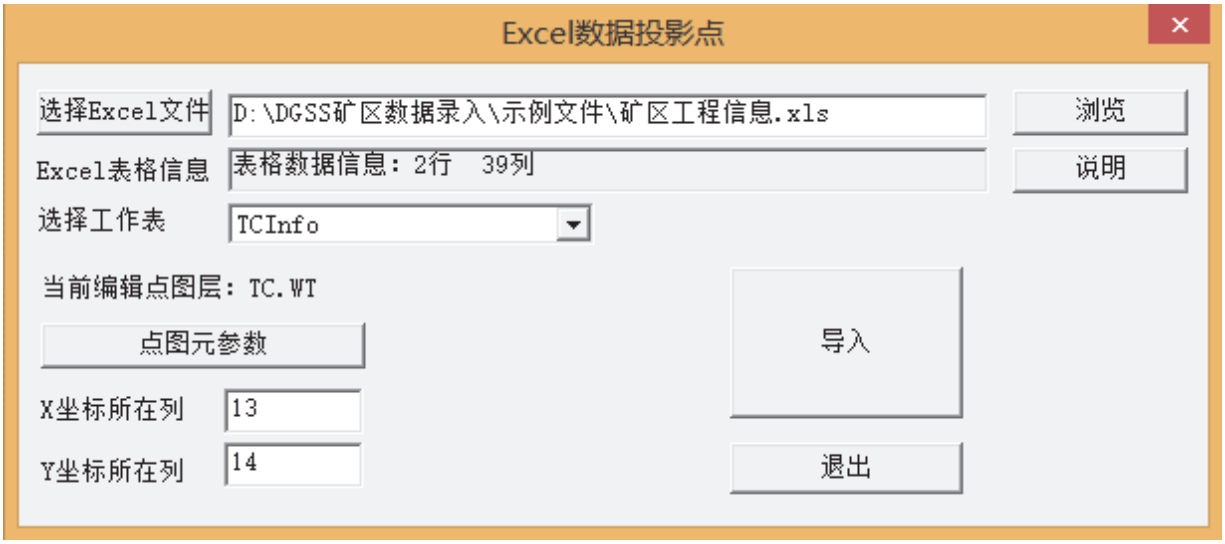
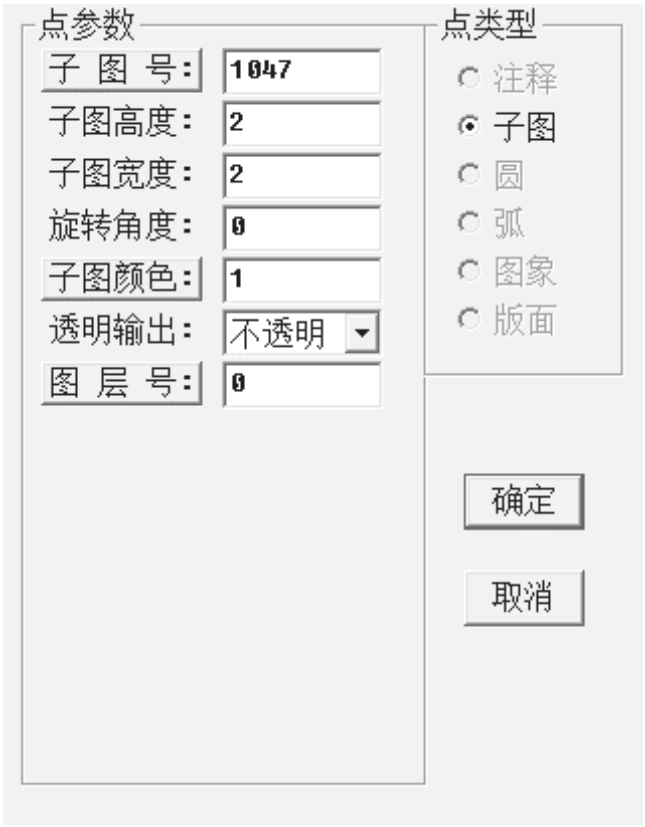

图 4-14
图 4-15
3. 在弹出的“Excel 数据投影点”对话框(见图 4-14)中，点击“浏览”，选择“矿区工程信息.xls”文件，工作表选择“TCInfo”， X 坐标所在列输入 13，Y 坐标所在列输入 14，点图元参数按图 4-15 中的参数设置，确认无误后单击“导入”；